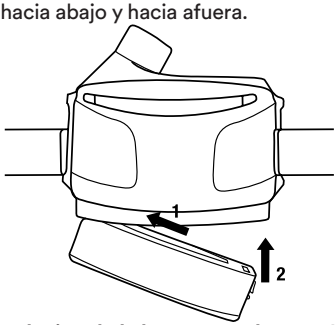

Fig. 4 Instalación de la batería en el motor/soplador
Para instalar de un paquete de la batería cargada, sujete la unidad de manera que la cubierta del filtro quede frente a usted (Fig. 4).
3. Enganche el extremo de la bisagra del paquete de batería en su soporte de la parte inferior de la unidad (Fig. 4, paso 1).
4. Empuje el lado de la traba del paquete de batería en la unidad del motor/soplador hasta que el pestillo encaje con un chasquido (Fig. 4, paso 2).